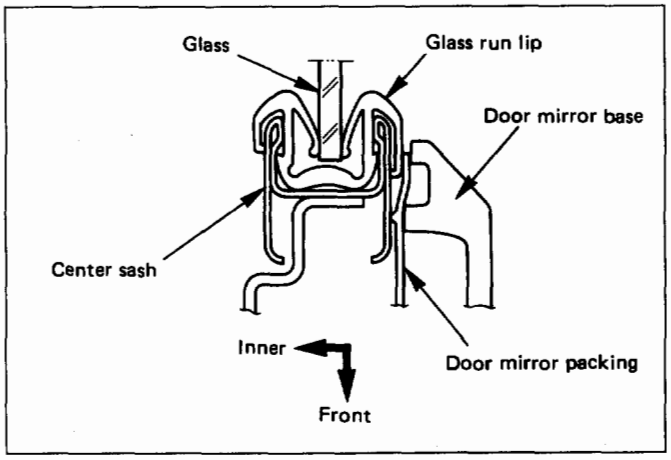

Fig. 10-99
2. When installing door mirror, hold the lip of glass run between mirror base and center sash. (Fig. 10-99)